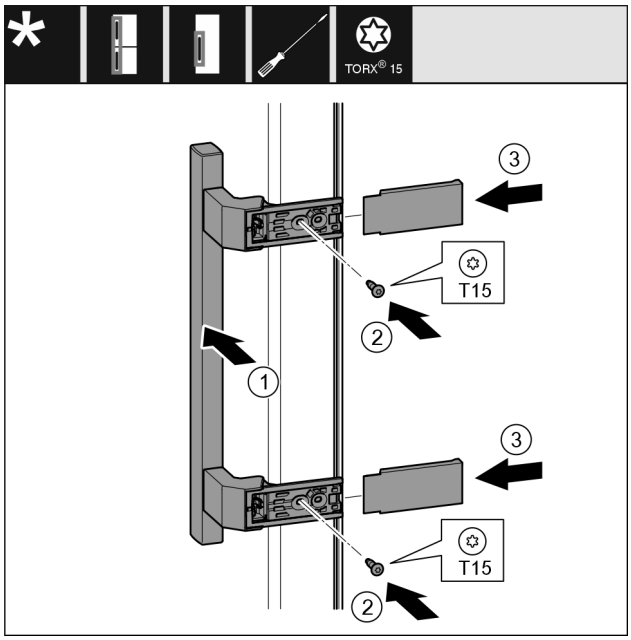

Fig. 22
▶ Place the handle *Fig. 22 (1)* on the opposite side.
▶ Tighten screws *Fig. 22 (2)* with screwdriver.
▶ Place the covers *Fig. 22 (3)* on the side and push them on.